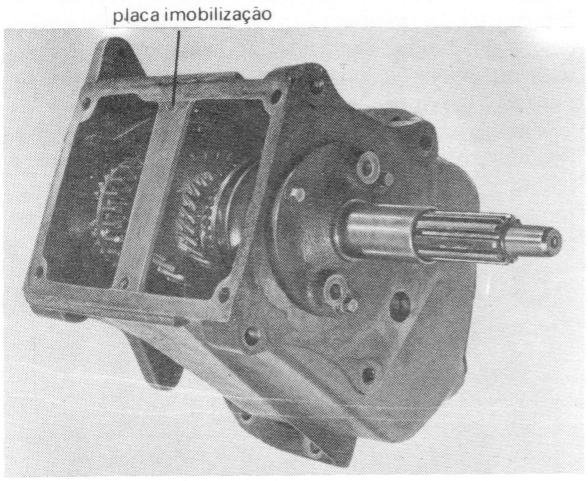

Fig. K-2 - Placa de imobilização do veio secundário.
e) Instale a placa de retenção do eixo secundário da caixa de velocidades, como ilustra a fig. k-2 para evitar que ele se desaloje. No caso de não dispor desta ferramenta passe um pedaço de arame em redor do eixo secundário, directamente por detrás do carreto de segunda. Instale os parafusos de fixação dianteiros direitos e esquerdos na caixa de velocidades, parcialmente apertados. Dobre o arame e fixe cada extremo a um dos parafusos. Estique o arame bem apertado. Com o eixo secundário firmemente posicionado, suspenda a caixa de transferência e, com um maço de plástico ou um punção de bronze bata ligeiramente com um martelo sobre o extremo do eixo secundário para separar as duas unidades.